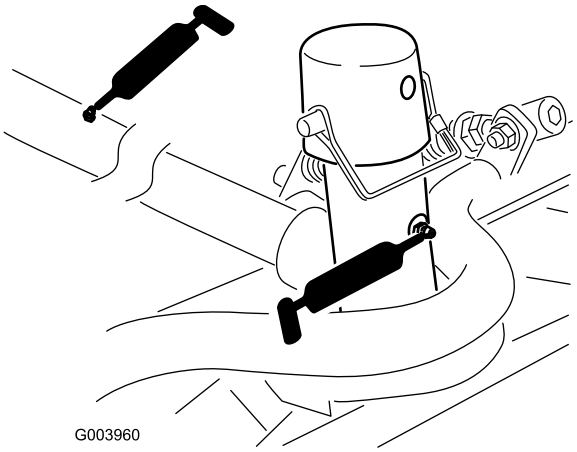

Figura 46
- Bastidor de tiro y pivote de la unidad de corte (2 en cada) (Figura 46).